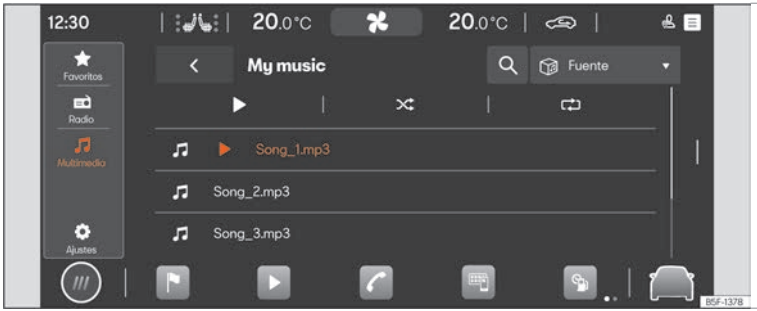

Fig. 155 Representación esquemática: Vista Multimedia
- Pulse **HOME** > ▶ > ♫ ››› fig. 155.